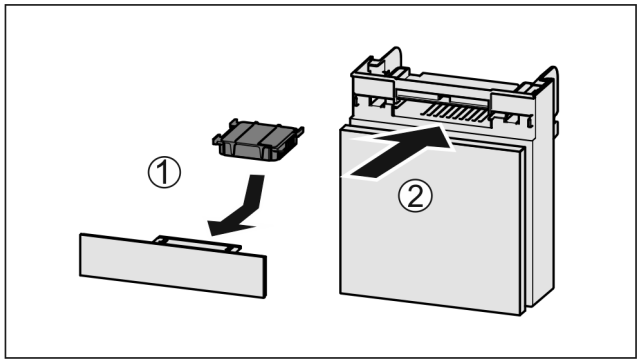

Fig. 162
▶ Aktivni ogleni filter vstavite *Fig. 162 (1)* skladno s prikazom na sliki.
▶ Predal potisnite noter *Fig. 162 (2)*.